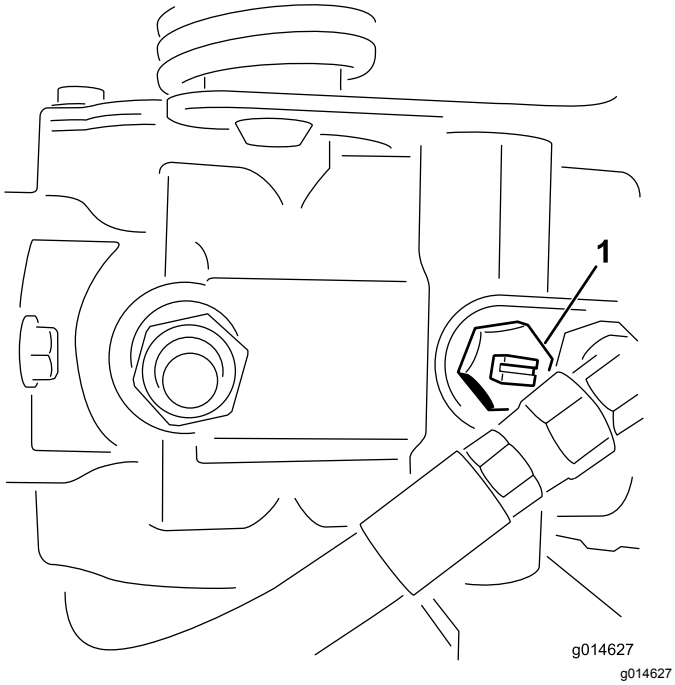

Figur 25
1. Find omløbsventilen på pumpen, og drej den, så rillen er vertikal (Figur 25).
2. Luk omløbsventilen ved at dreje den, så rillen er horisontal (Figur 25), før du starter motoren.